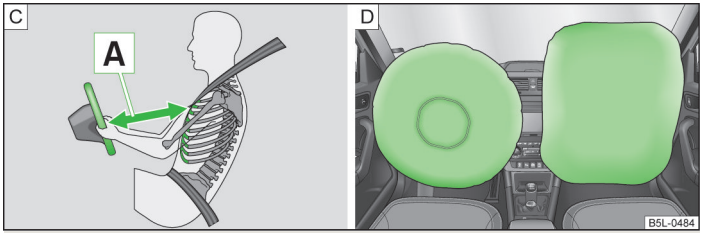

Fig. 141 **Safe distance to steering wheel/inflated airbags**
When the airbags are deployed, they inflate in front of the driver and front passenger » Fig. 141 - D. The forward movement of the driver and of the front passenger is cushioned when they make contact with the fully inflated airbag and the risk of injury to head and chest is thus reduced.
- For the driver and front passenger, it is important to maintain a distance of at least 25 cm to the steering wheel or dashboard A » Fig. 141. Not maintaining this minimum distance will mean that the airbag system will not be able to properly protect you - hazard! The front seats and the head restraints must always also be correctly adjusted to match the body size of the occupant.